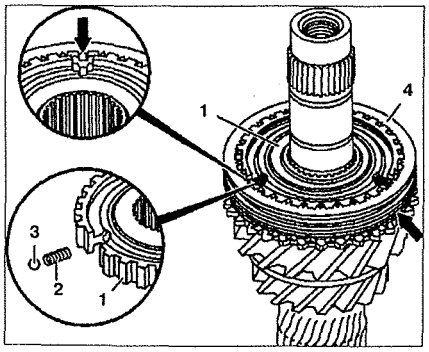

Рис. 6.28. Разборка и сборка механизма включения 3-й и 4-й передач:
9. Разберите муфту **13** синхронизатора включения 3-й и 4-й передач. для этого извлеките скользящую втулку **4** с корпуса синхронизатора **1** (см.рис.6.28). Снимите пружину **2** из корпуса синхронизатора **1**.
17. Установите муфту синхронизатора **13**. Запрессуйте скользящую втулку **4** на корпус синхронизатора **1** и убедитесь, что паз **(стрелка)** совпадает с шестерней 3-й передачи (см.рис.6.28). Вставьте пружины **2** в корпус синхронизатора **1**. Сожмите пружины **2** и вставьте шарики **3**. Вставьте кольцо синхронизатора шестерни 4-й передачи, нажмите в обратную сторону и установите скользящую втулку **4** в нейтральное положение.